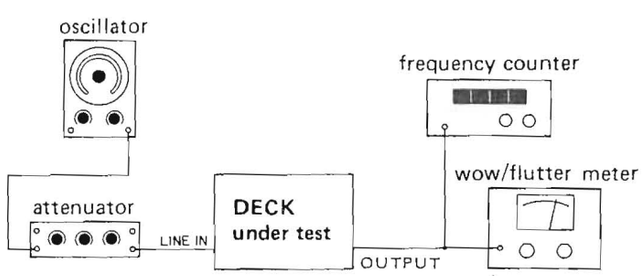

Fig. 5-11
1. Connect a frequency counter to either one of OUTPUT jacks. Fig. 5-11.
1. 周波数カウンタをOUTPUTジャックに接続する（図5-11参照）
1. Connect a wow and flutter meter to the deck as shown in Fig. 5-11.